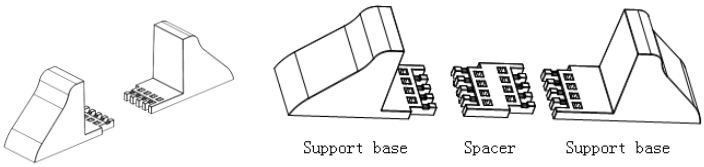

Figure 3-1 Support bases and spacers assembly
(1) Take out the support bases and spacers and then assemble the spacer and the support bases, shown as Figure 3-1.